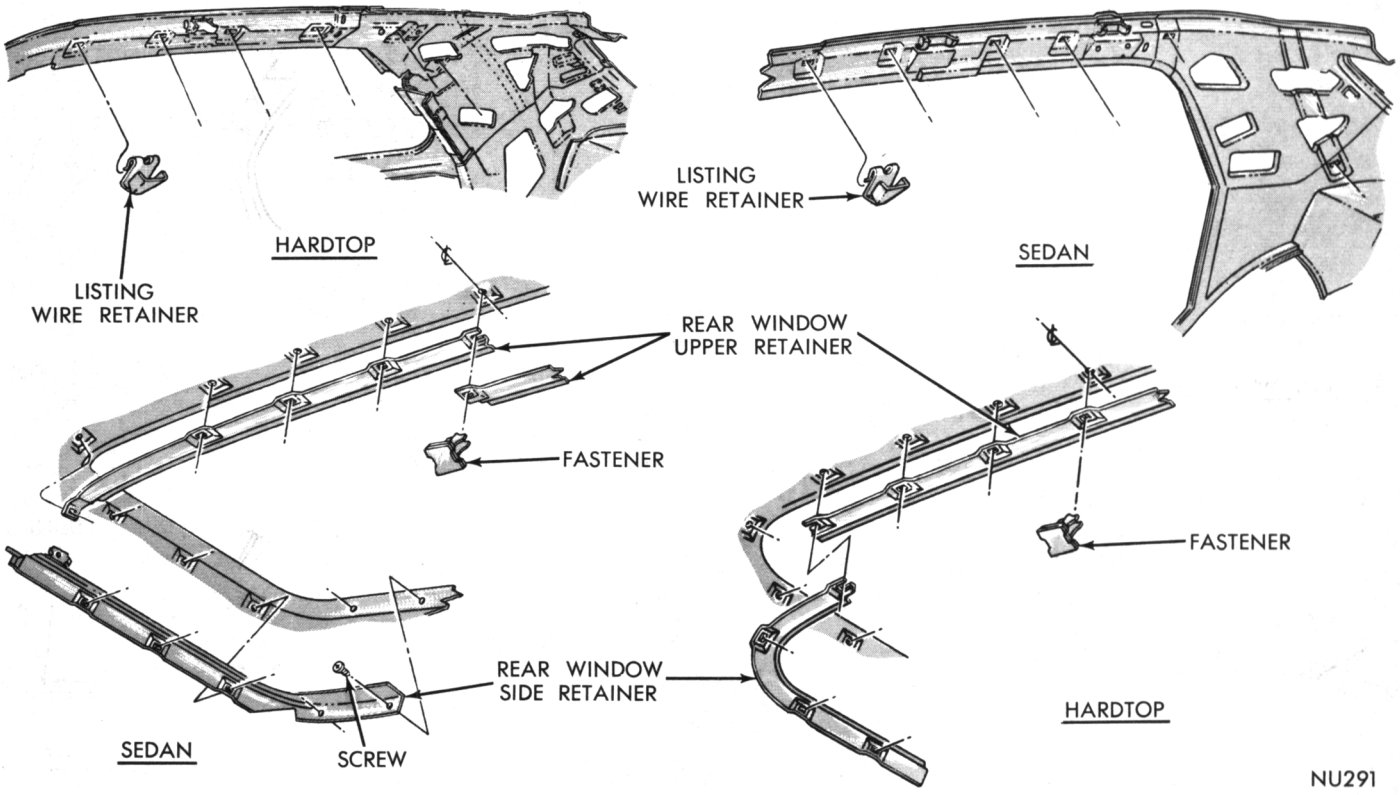

Fig. 5—Listing Wire Retainers—Fury
(1) Remove rear seat cushion, dome light, bezel and lens, sun visors, rear view mirror and coat hooks.
(2) Remove headlining from cemented areas at windshield header and rear window opening.
(3) Remove headlining from under shelf panel.
(4) Using a dull bladed putty knife, disengage fabric from side rail retainer (Figs. 5, 6 and 7) by gently forcing material up and off of retainers and while maintaining pressure on fabric, pull down and out. Work only small areas at a time.
(5) Remove headlining at the windshield header and from fasteners at rear window area (Figs. 5 and 7).